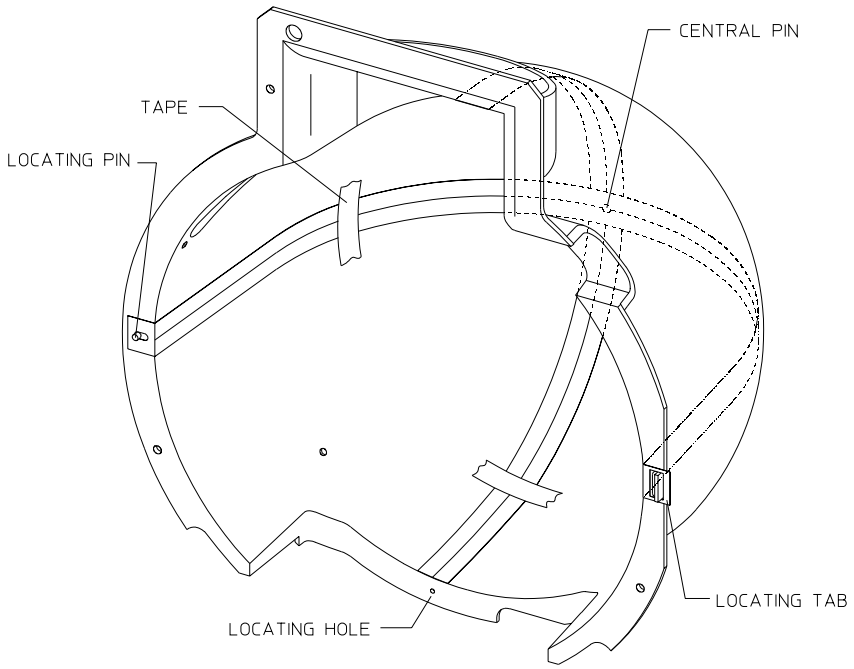

FIGURE 4-7. Spot Positioning Cross Fixture
1) Remove the front cover assembly (Section 3.2). Refer to Figure 4-7.